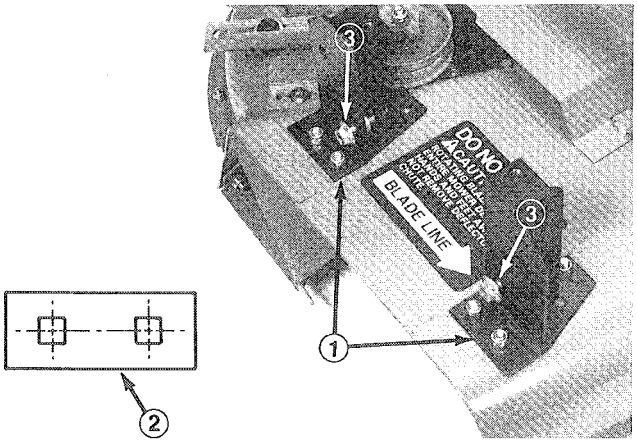

Figure 10
1. Position blower and mounting brackets on deck, aligning mounting holes with holes previously used for mounting grass deflector (Fig. 10). Figure shown with blower removed.
2. Making sure no air gap exists between blower and cutting deck, secure each bracket to deck with a bracket plate (Fig. 10, inset), (2) 5/16 –18 x 3/4" lg. carriage bolts and locknuts. Position bracket plates between bolt head and bottom side of deck.
7. Slide blower onto mounting bracket alignment bolts (Fig. 10) while routing belt around blower pulley.